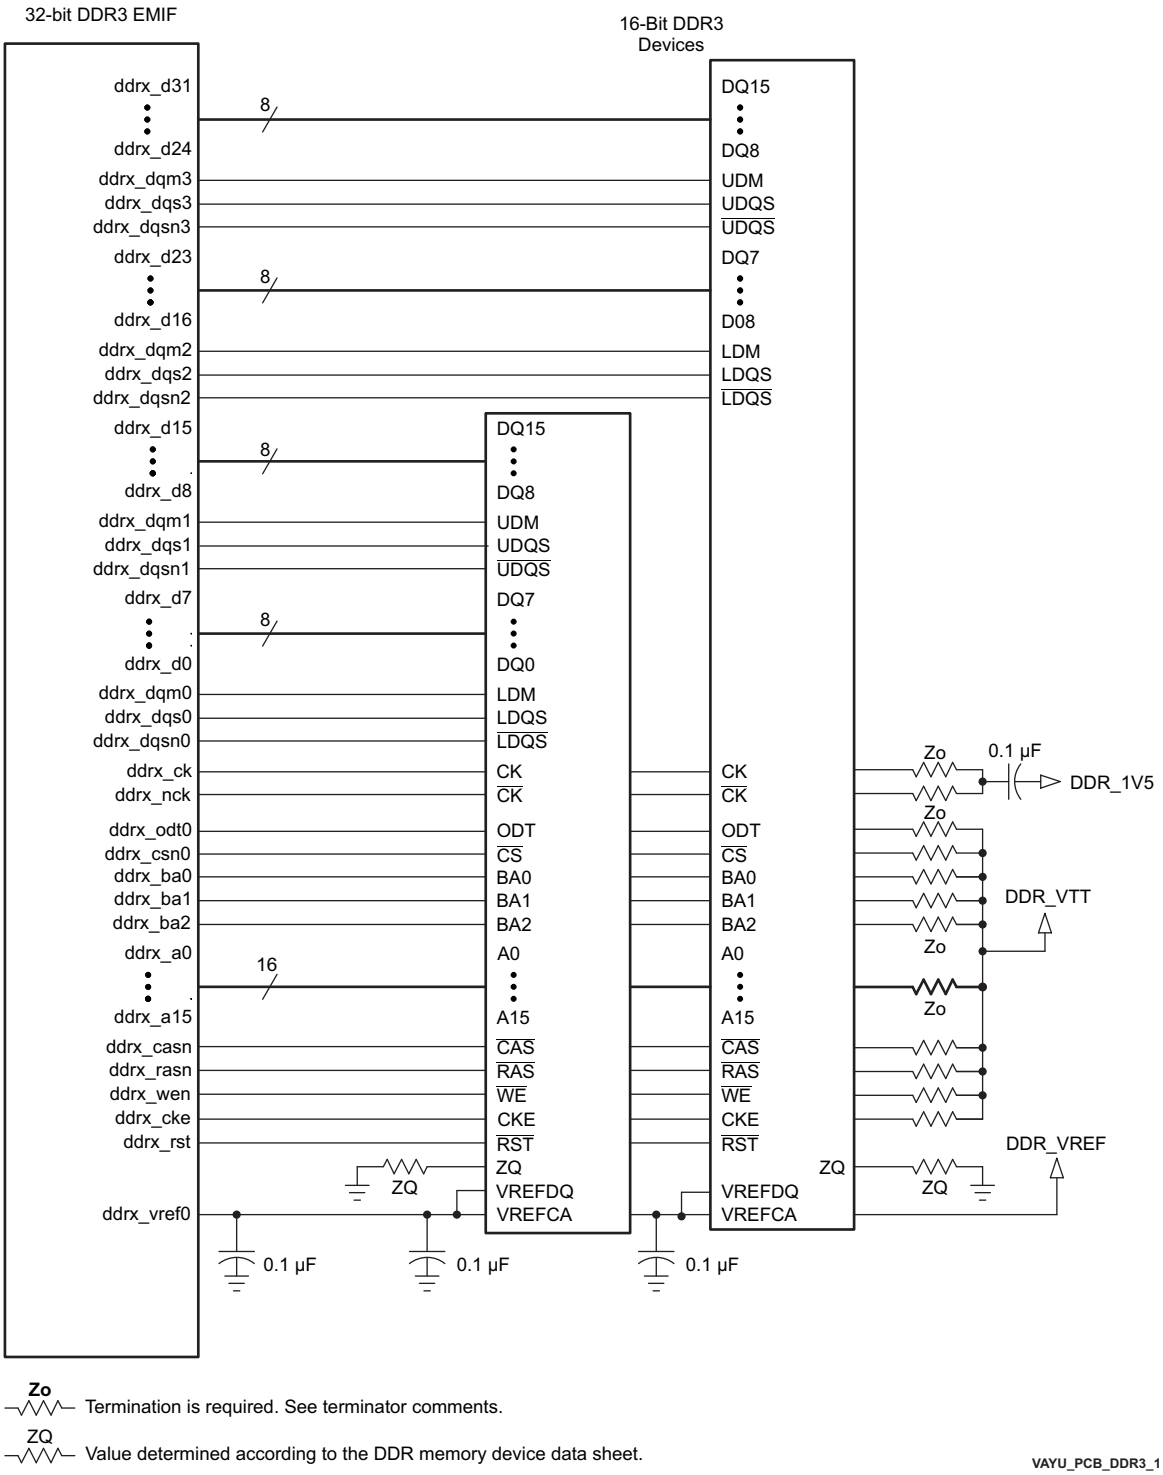
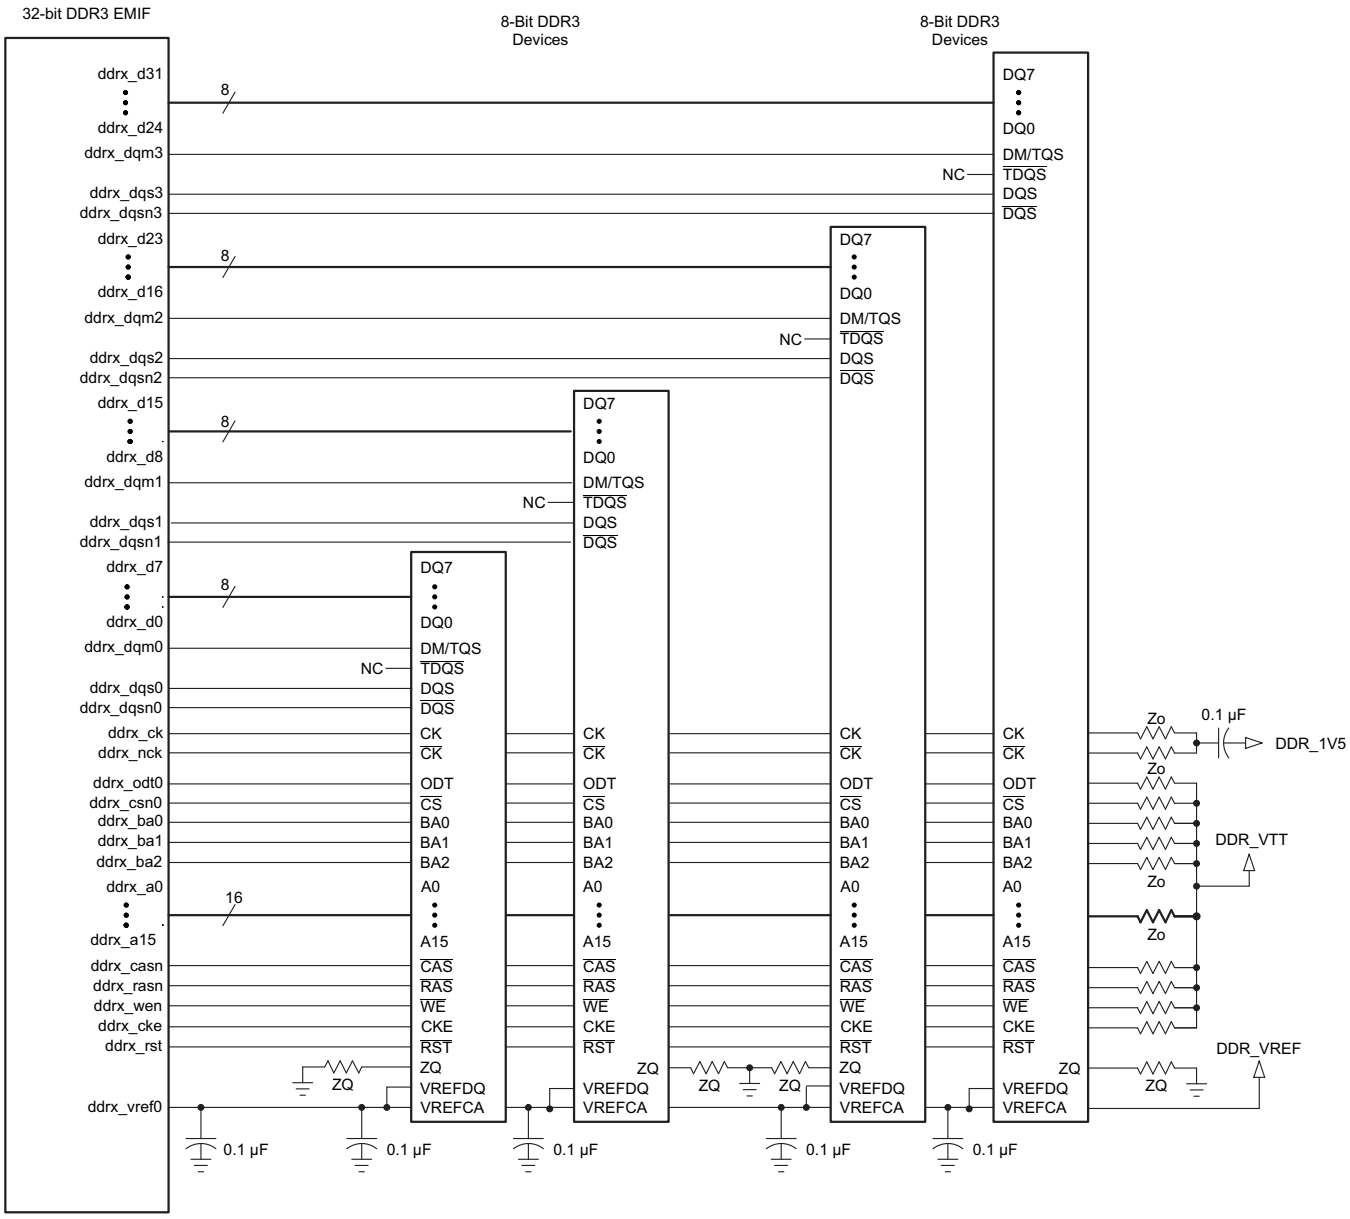

図 8-2. 32-Bit, One-Bank DDR3 Interface Schematic Using Two 16-Bit DDR3 Devices
図 8-3. 32-Bit, One-Bank DDR3 Interface Schematic Using Four 8-Bit DDR3 Devices
The DDR3 interface schematic varies, depending upon the width of the DDR3 devices used and the width of the bus used (16 or 32 bits). General connectivity is straightforward and very similar. 16-bit DDR devices look like two 8-bit devices. 図 8-2 and 図 8-3 show the schematic connections for 32-bit interfaces using x16 devices.
Note that the 16-bit wide interface schematic is practically identical to the 32-bit interface (see 図 8-2 and 図 8-3); only the high-word DDR memories are removed and the unused DQS inputs are tied off.
(1) Refer to 表 8-2 Switching Characteristics Over Recommended Operating Conditions for DDR3 Memory Controller for the range of supported DDR clock rates.
(2) For valid DDR3 device configurations and device counts, see 8.2.2.4, 図 8-2, and 図 8-3.